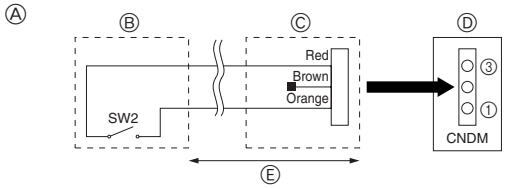

Fig. 8-2
8.2. Função de pedido (modificação no local) (Fig. 8-2)